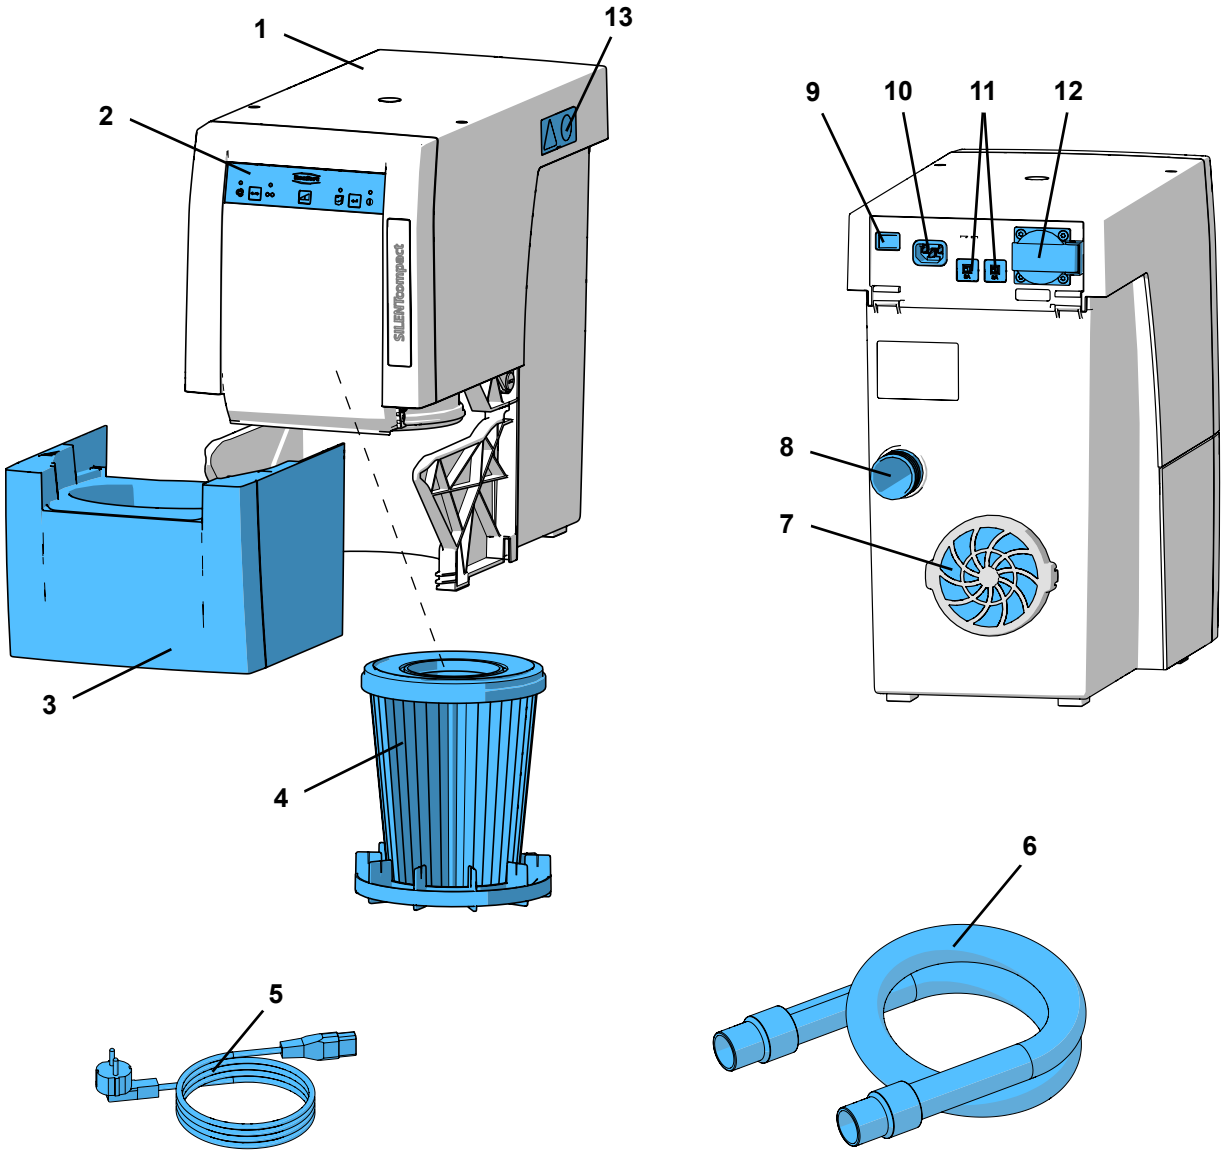

Fig. 1
- a exaustão de ar (7, Fig. 1) não fique obstruída.
⇒ Ligue o cabo elétrico (5, Fig. 1) à ligação da rede elétrica (10).
⇒ Enfie a mangueira de aspiração (6, Fig. 1) no tubo de ligação (8).